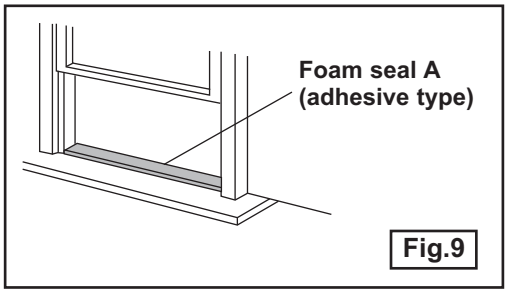

Fig.9
1. Measure the adhesive foam seal to fit the windowsill. Then cut the foam seal to the proper length and attach it to the windowsill. Fig.9